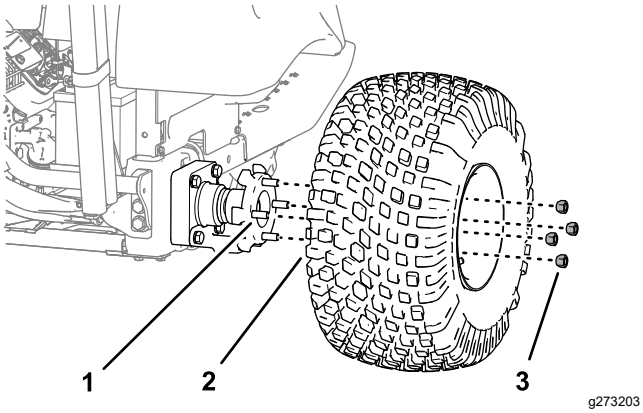

**Figur 30**
2. Fjern de 4 hjulmøtrikker, der fastgør hjulet på navet, og afmonter hjulet og dækket (Figur 30).
7. Monter dækket og hjulet i tapperne på hjulnavet (Figur 30) med de 4 hjulmøtrikker, som du fjernede i trin 2, og stram møtrikkerne med håndkraft.